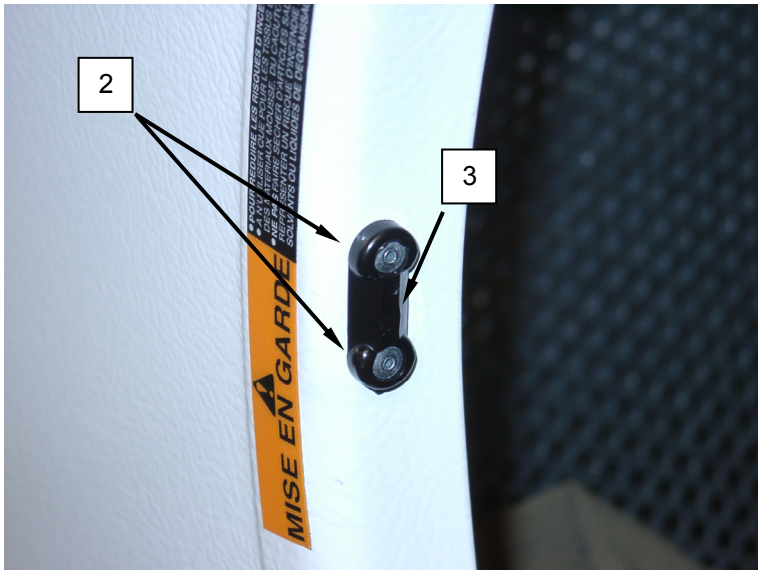

Figure 2. Replace the Dryer Loading Door Catch Assembly.
2. Drill out rivets **(Figure 2, Item 2)** and remove strike **(Figure 2, Item 3)**.
3. Install replacement strike **(Figure 2, Item 3)**, and retain with rivets **(Figure 2, Item 2)**.